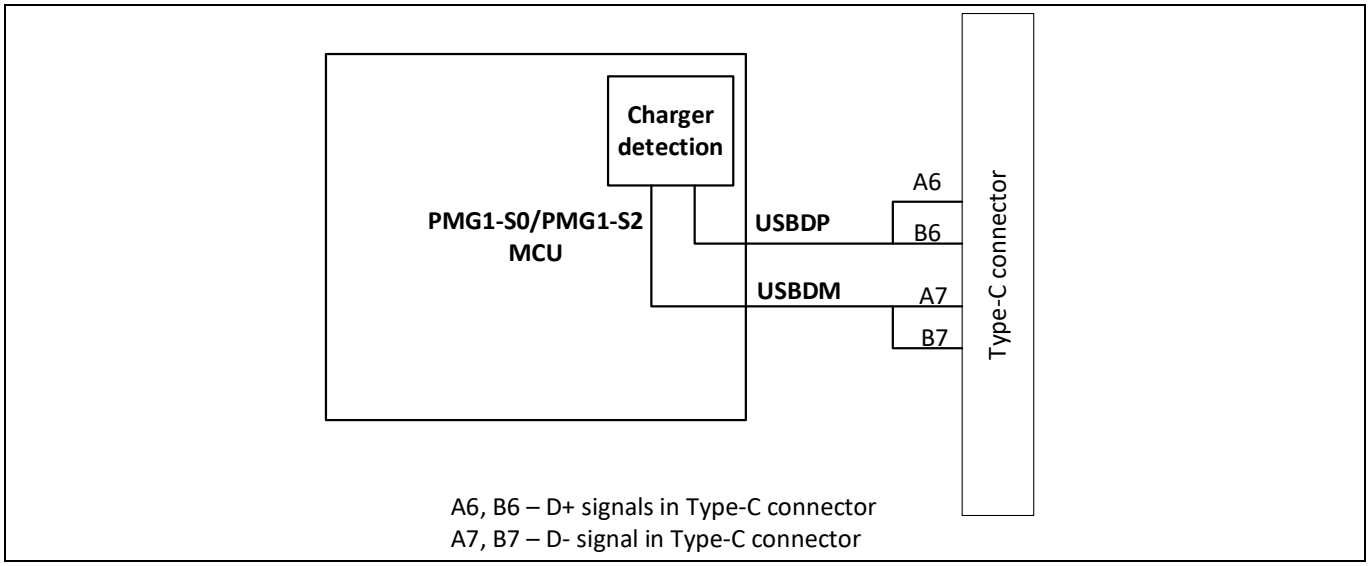

Figure 23 EZ-PD™ PMG1-S0 MCU、EZ-PD™ PMG1-S2 MCU および EZ-PD™ PMG1-S3 MCU での充電器の検出
- EZ-PD™ PMG1-S0 MCU、EZ-PD™ PMG-S2 MCU および EZ-PD™ PMG1-S3 MCU で、Type-C コネクタの A6 および B6 (DP) を短絡し、MCU の USBDP ピンに配線します。A7 と B7 (DM) を短絡し、MCU の USBDM ピンに配線します (**Figure 23**)。